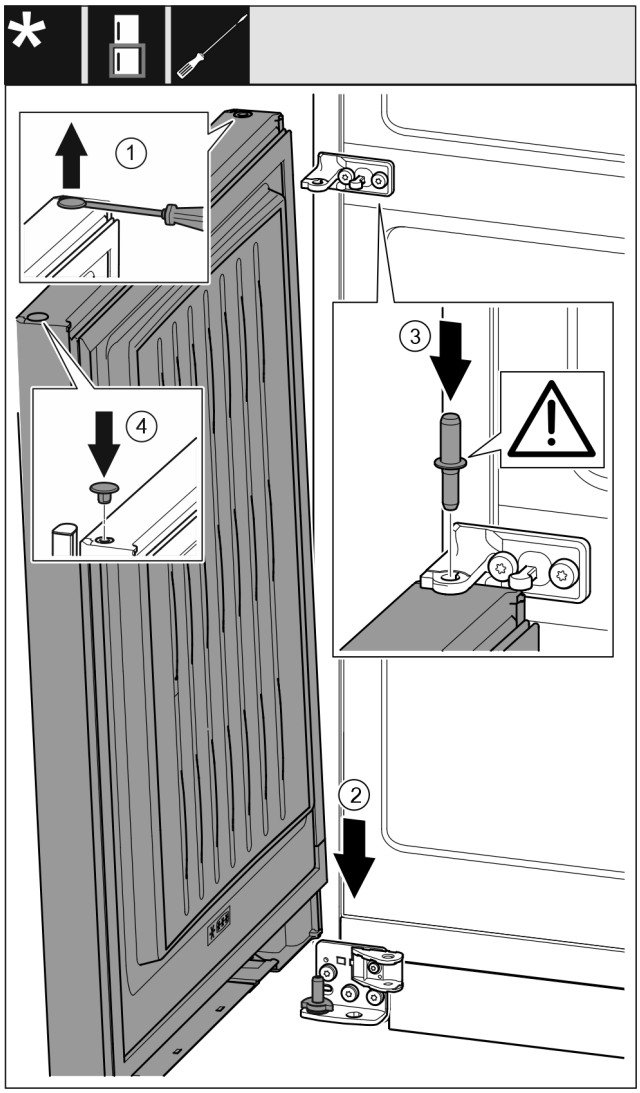

Fig. 29
- ▶ Zátku *Fig. 29 (1)* opatrně nadzvedněte plochým šroubovákem a vytáhněte.
- ▶ Dveře *Fig. 29 (2)* nasaďte shora na dolní ložiskový čep.
- ▶ Prostřední ložiskový čep *Fig. 29 (3)* vložte do dolních dveří přes prostřední stojan ložiska. Přitom dávejte pozor, aby zajišťovací vačka směřovala dozadu.
- ▶ Zátku *Fig. 29 (4)* opět vložte na druhé straně dveří.